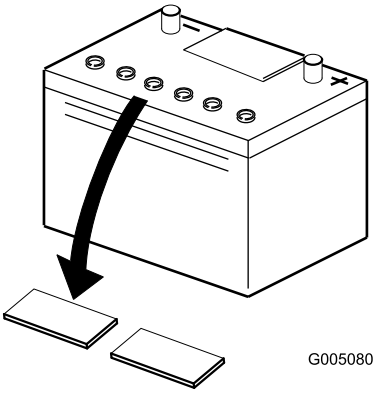

Figur 5
2. Rengör batteriets ovansida och ta bort luftarlocken (Figur 5).